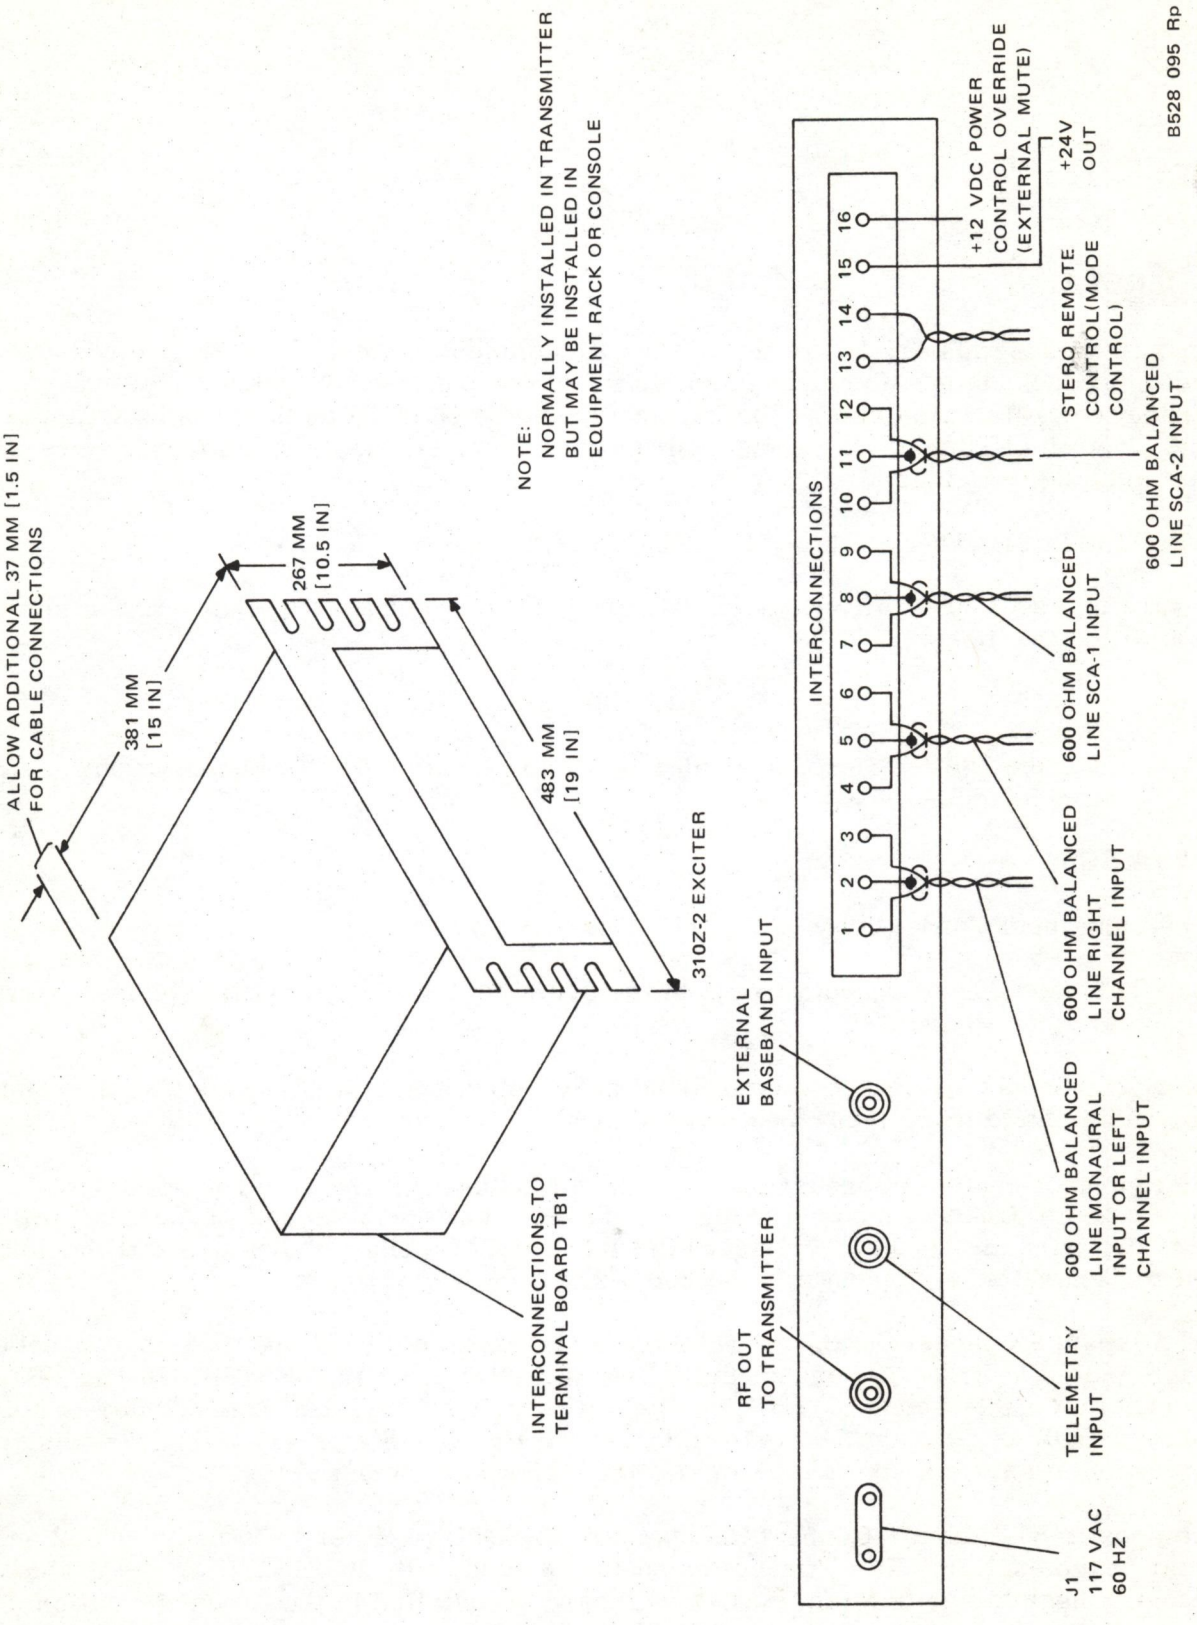

Figure 2-1. 310Z-2 FM Exciter, Outline Dimensions and Installation Details.
Use only balanced 600-ohm audio inputs to the 310Z-2. Use only twisted, shielded parts for input cables. (See figure 2-1.)
a. Monaural Inputs - Connect the monaural audio input line to TB1-1 and TB1-3. Connect the cable shield to TB1-2. (See figure 2-1.)
b. Stereophonic Inputs - Connect the left channel audio input line to TB1-1 and TB1-3. (See figure 2-1.) Connect the cable shield to TB1-2. Connect the right channel audio input line to TB1-4 and TB1-6. Connect the cable shield to TB1-5. Be sure that the 786V-1 Stero Generator is plugged into the 310Z-2.